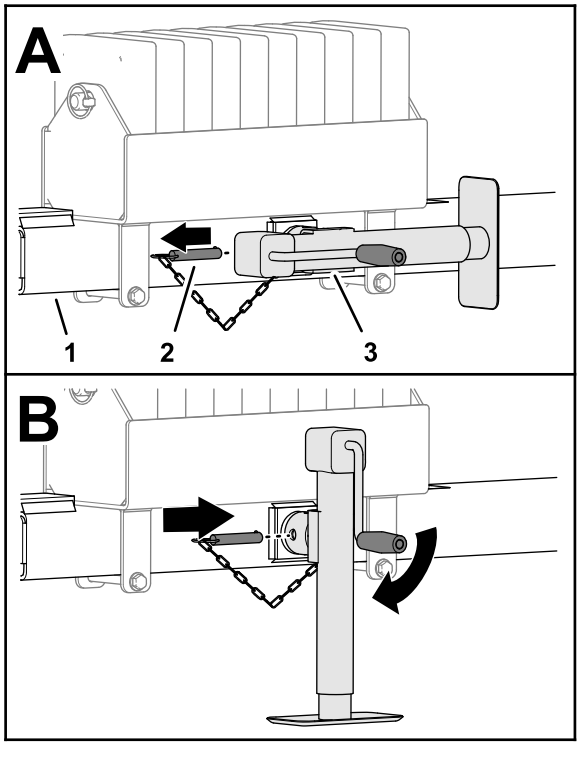

**Rysunek 27**
1. Wyjmij sworzeń mocujący podnośnik do rury zaczepu i zdejmij podnośnik, patrz Rysunek 27 w Podpieranie przodu maszyny podnośnikiem (Strona 29).
4. Wyjmij sworzeń mocujący podnośnik do rury zaczepu (Rysunek 27).
5. Obróć podporę do pionu (Rysunek 27).
6. Wsuń sworzeń do poziomych otworów na podnośniku i rurze zaczepu (Rysunek 27).